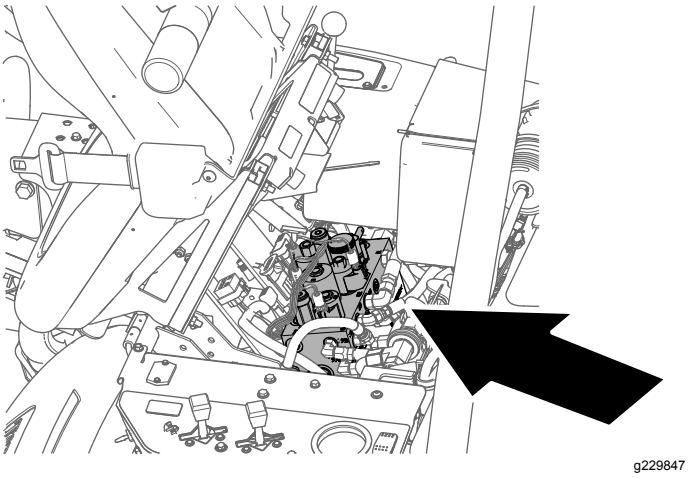

Figur 54
2. Vipp førersetet fremover og fest det med støttestangen (Figur 54).